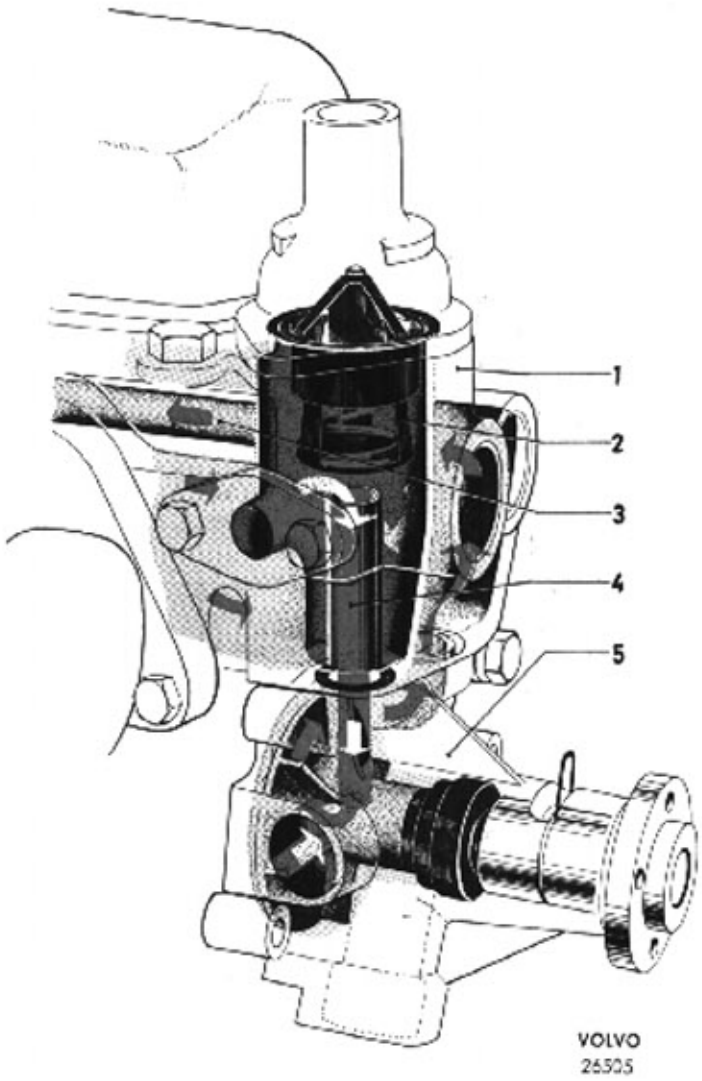
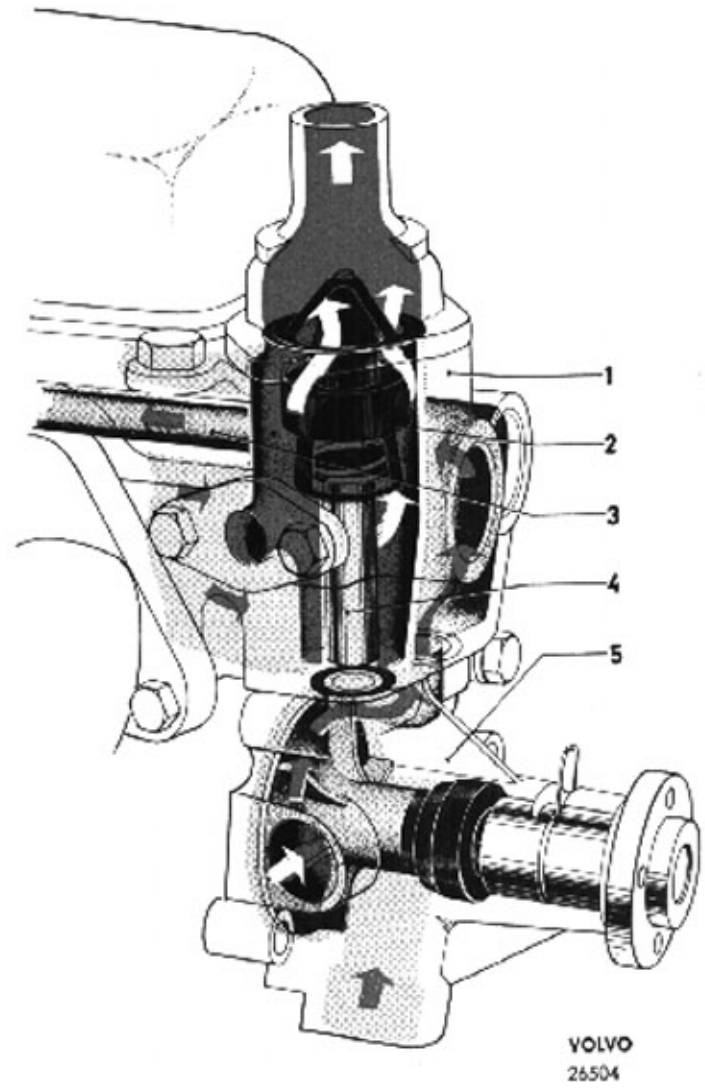

Bild 26-3. Kylvätskans strömning, stängd termostat
Bild 26-4. Kylvätskans strömning, fullt öppen termostat
Vid kall motor cirkulerar kylvätskan inom motorn endast genom en förbiledning (4, bild 26-3). Då motorn värmts upp börjar termostaten att öppna utloppet till kylaren. Vid fullt öppen termostat stänges förbiledningen till av den fjäderbelastade ventiltallriken på termostatens undersida, varvid hela kylvätskemängden får strömma genom kylaren (bild 26-4). Cirkulationen regleras under drift av termostaten så att motorns temperatur hålles inom rätta värden. Genom fördelningsröret (3) i cylinderlocket erhålles en jämn fördelad kylning av de varmaste partierna i cylinderlocket. Även partierna runt om tändstiften kyles och hålles därigenom vid konstant temperatur. Kylvattnet omkring cylinderväggarna cirkulerar genom termosifonverkan.